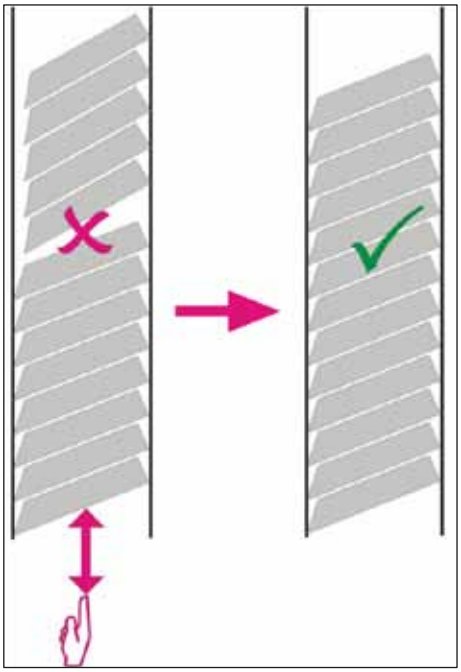

Fig. 29
✓ Kassetterne bør nu ligge korrekt i magasinet (→ "Fig. 29").
- Hvis der anvendes tapede kassetter, skal det kontrolleres, at den stabel, der lige er isat, flugter perfekt med de tidligere isatte kassetter (→ "Fig. 29").